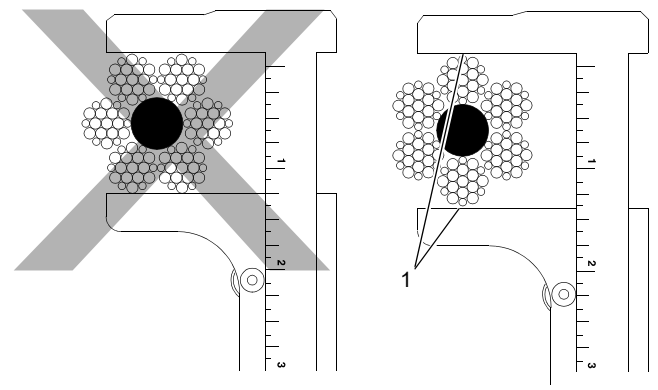

FIGURA 1-10
12. Meça o diâmetro do cabo entre as coroas (1) dos cordões ao determinar se o cabo está danificado (Figura 1-10).